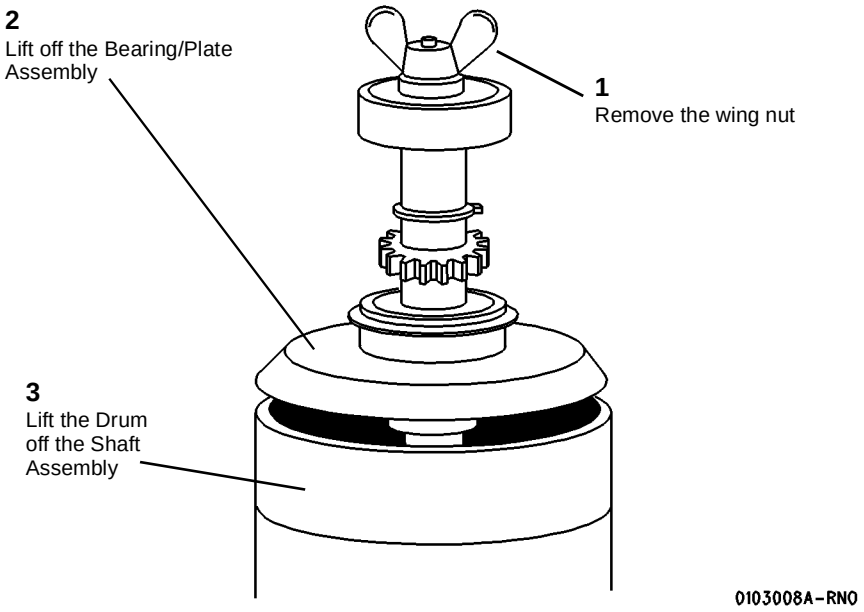

**Figure 2 Removing the drum from the Shaft Assembly**
3. (Figure 2): Remove the Drum from the Shaft Assembly.